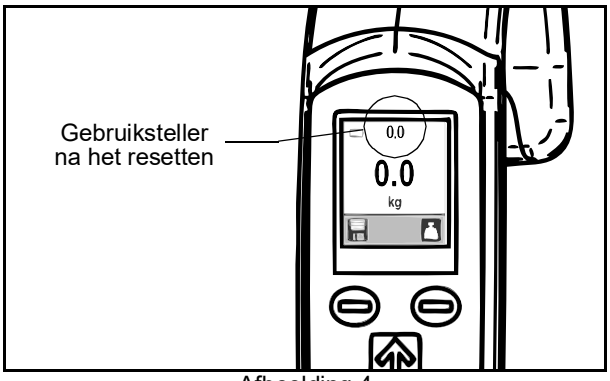

Afbeelding 4
5. Zet de unit weer uit met de stopknop. De volgende keer dat de unit wordt ingeschakeld, geeft het display van de gebruiksteller de waarde nul weer (zie Afbeelding 4).